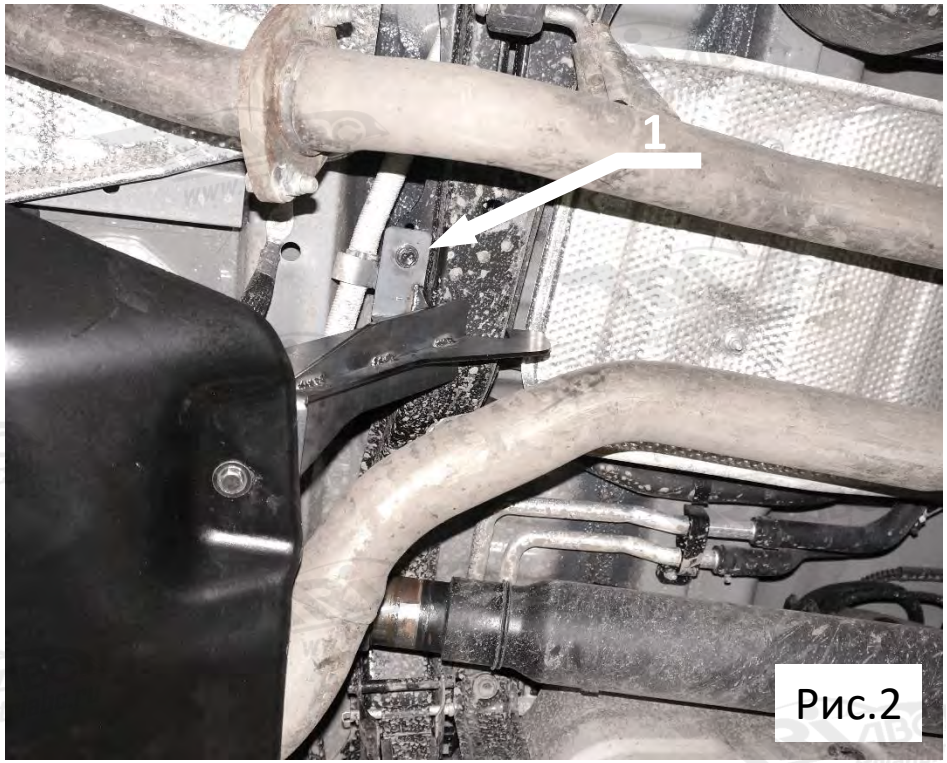

Рис.2
4. Вывернуть болт (рис.2 позиция 1) и закрепить им кронштейн из комплекта крепежа.